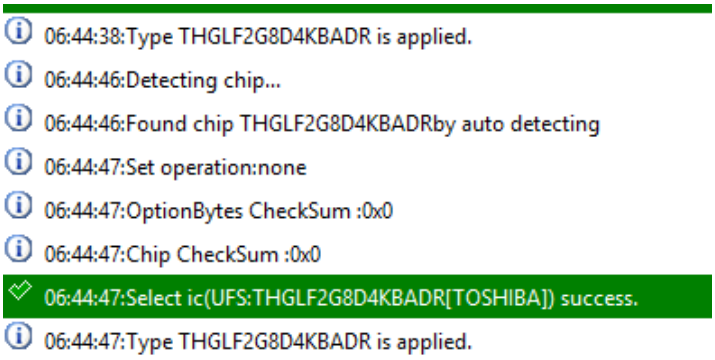
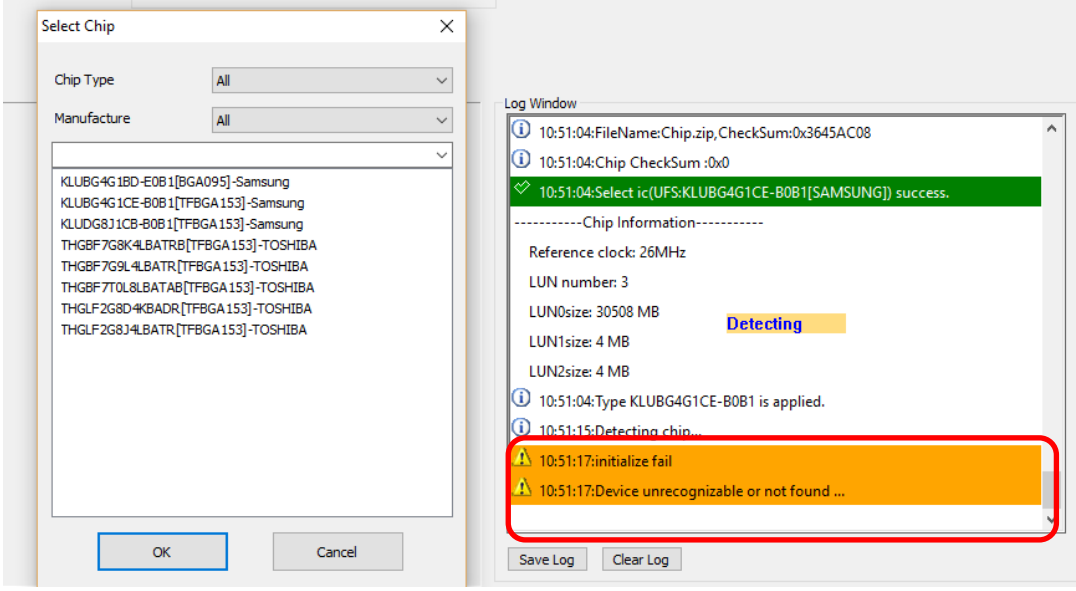

Fig. 5-13
Fig. 5-14
- **Detect:** Detect IC or choose the model number manually. If the data list has the corresponding model number that is supported, software will automatically import the values of the UFS, and the Log will appear as below (Fig. 5-13). If the IC model number that you need are not listed (Fig. 5-14), please feel free to contact us.